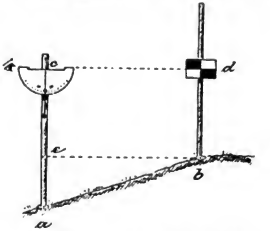

Fig. 140. Nivellieren mit Pendelinstrument.
2. Pendelinstrumente (s. d.) wird man beim eigentlichen Nivellieren nur zur Aushilfe, wenn es sich um kurze Strecken handelt, kein anderes Instrument zur Stelle ist und große Genauigkeit nicht erfordert wird, brauchen. Da sie meist eine Vor- und Rückwärtsvisur ohne größere Umstände nicht gestatten, so findet das „Nivellieren aus den Endpunkten" Anwendung. Man stellt das Pendelinstrument im Anfangspunkte a (Fig. 140) auf und stellt es horizontal, also so, daß das Lot auf 0° einspielt; der